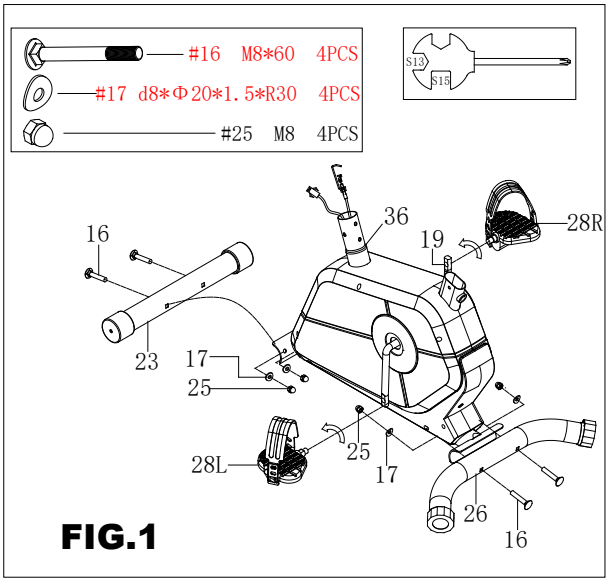

FIG.1:
Collegare lo stabilizzatore anteriore (23) e lo stabilizzatore posteriore (26) al telaio principale (36) con il bullone a scorrimento (16), il dado a cupola (25) e la rondella ad arco (7). Collegare il pedale (28L / R) alla pedivella come mostrato in FIG.1,